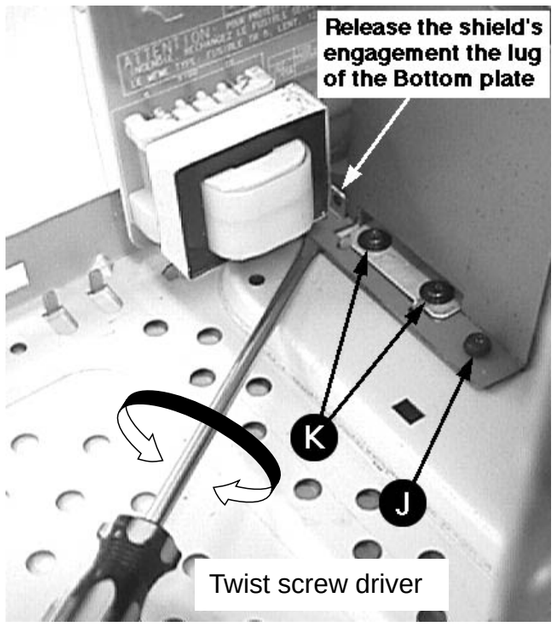

figure 11
2) Loosen 1 screw J and uncatch Shield Transformer (pos 269) from the Bottom plate (pos 265) as shown in figure 11 to remove it.
3) Loosen 4 screws K mounting the Mains Transformer (pos 5001) to remove the Mains Board & Transformer assembly.
4) Loosen 4 screws L to remove the Fan (pos 267).